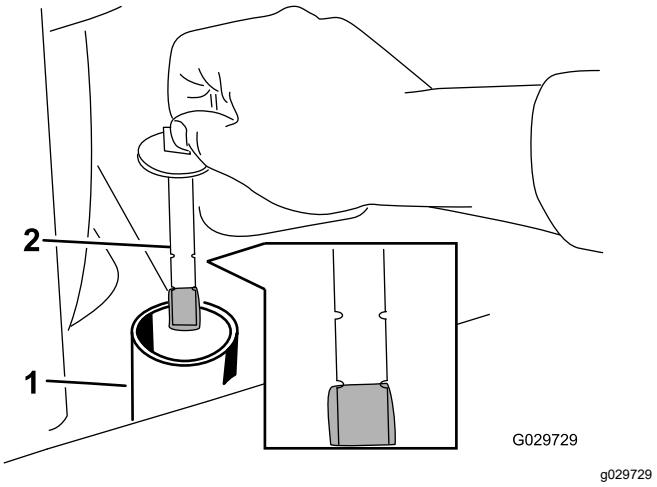

**Rysunek 73**
6. Wykręć korek zbiornika oleju hydraulicznego i wskaźnik poziomu oleju (Rysunek 73).